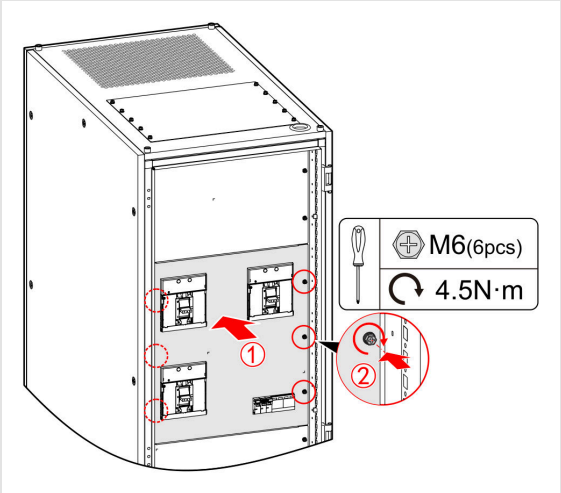

FIGURE 4-32 Refit the front plate (M6 × 6, 40 lb-in / 4.5 N·m)
5. Refit the front plate (M6, 40 lb-in / 4.5 N·m) and close the front door (Figure 4-32).